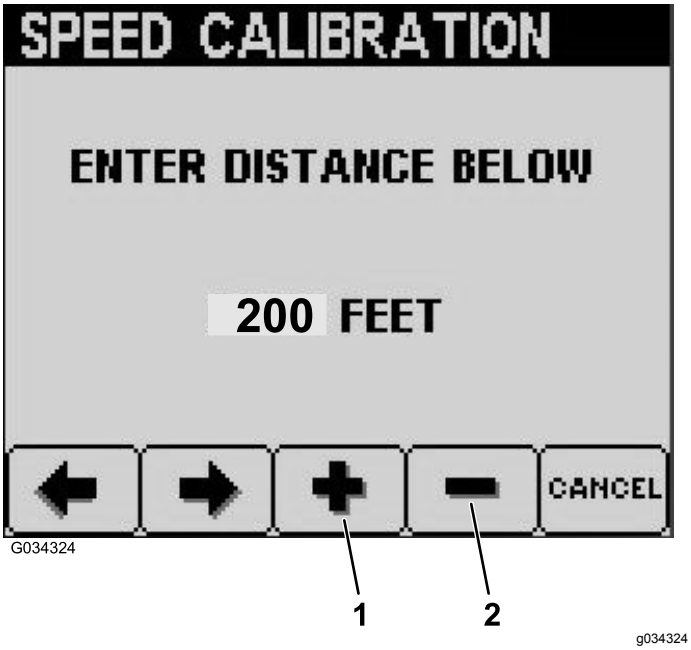

Рисунок 40
7. Нажимайте кнопку 3, чтобы увеличить нужное расстояние, или кнопку 4, чтобы уменьшить его (Рисунок 40).